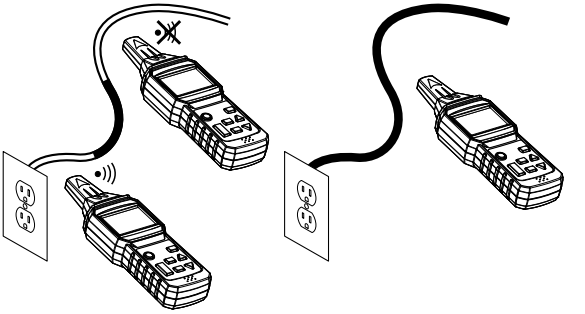

Figura 5 Rilevamento di tensione senza contatto
7. Fare riferimento alla Figura 5 nella sezione Illustrazioni dell'applicazione per alcuni esempi.